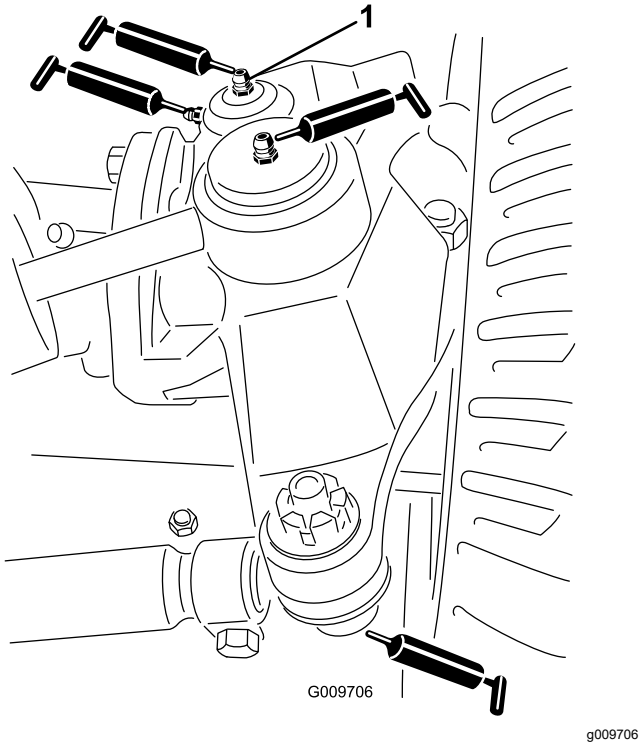

Figur 81
- Styretøjscylinderens kugleled (2) (Figur 81)
- Forbindelsesstangens kugleled (2) (Figur 81)
- Styreboltbøsninger (2) (Figur 81). **Den øverste fitting på styrebolten bør kun smøres en gang om året (2 pumpeslag).**